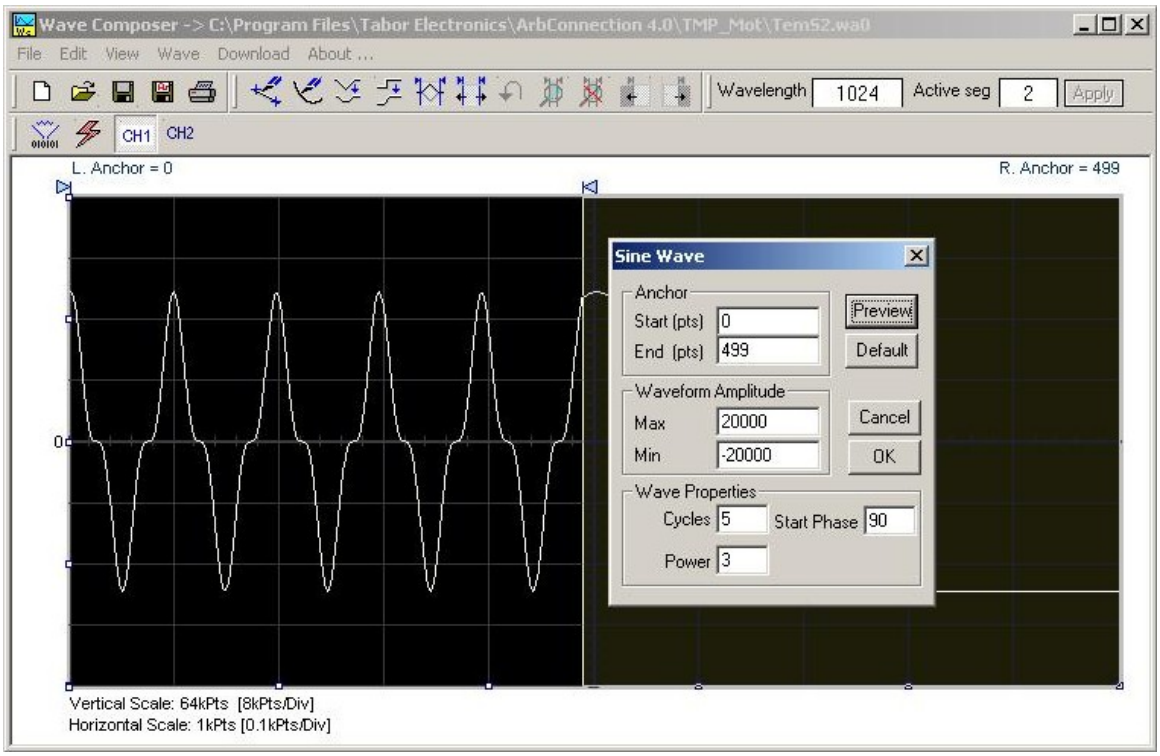

Figure 4-18, Generating Distorted Sine waves from the built-in Library
You can create any waveform from the built-in library using the Wave command. Clicking on one of the Wave options will open a dialog box. An example of the Sine waveform dialog box is shown in Figure 4-18. This dialog box is representative of the rest of the waveforms, so other waveforms will not be described.
Use the following procedure to create sine waveforms from the built-in library. Click on Wave, then sine… the dialog box as shown in Figure 4-18 will appear. You can now start programming parameters that are available in this box.
2) You can also place your anchors in a more precise manner from the waveform library by programming the start and end points for the waveform. An example of anchor placement using the sine dialog box is shown in Figure 4-18.